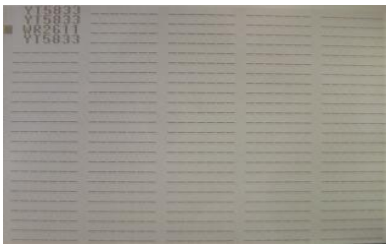

图 6 查看测量数据
在图 6：主菜单里有线栏目下，有 3 种阻性电流测量模式：
(7)查看：方法同上，用旋转鼠标键选择查看项目，进入（如图 6 所示）；按确认键，选择要查看的数据，按确认键显示该组数据。